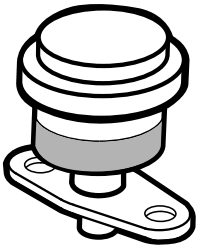

Figur 50
Utför bara service på luftrenarens huvudfilter när serviceindikatorn (Figur 50) anger att det krävs. Om du byter luftfiltret tidigare ökar det risken för att smuts kommer in i motorn när filtret har avlägsnats.
1. Kontrollera filtrets blockeringsindikator. Luftfiltret måste bytas ut om indikatorn är röd (Figur 50).